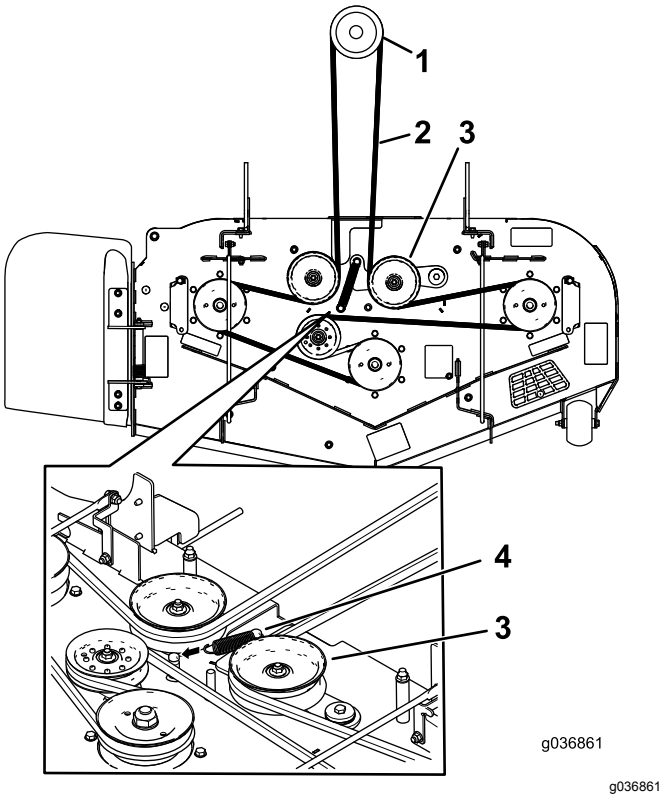

Figure 60
7. Acheminez la courroie neuve autour des poulies du tablier de coupe et de la poulie d'embrayage, sous le moteur (Figure 60).
8. Installez le ressort de la poulie de tension (Figure 60).